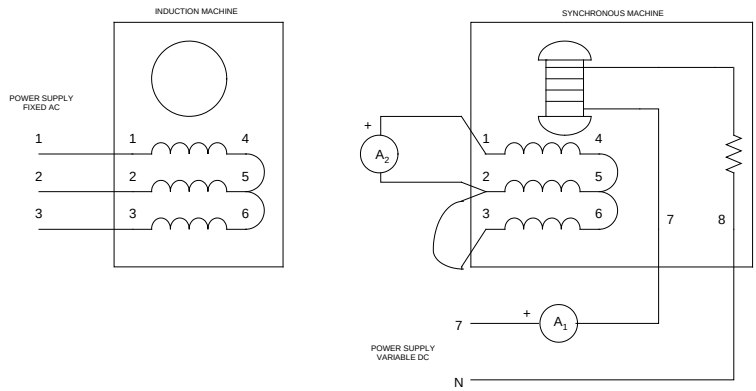

Figure 2. Short-Circuit Characteristic
1. Modify the circuit setup to the one shown in Figure 2. Note this entails removing the voltmeters, connecting an ammeter between terminals 1 and 2 of the synchronous machine, and introducing a short between terminals 2 and 3. Continue to use the handheld meter for the DC field current.